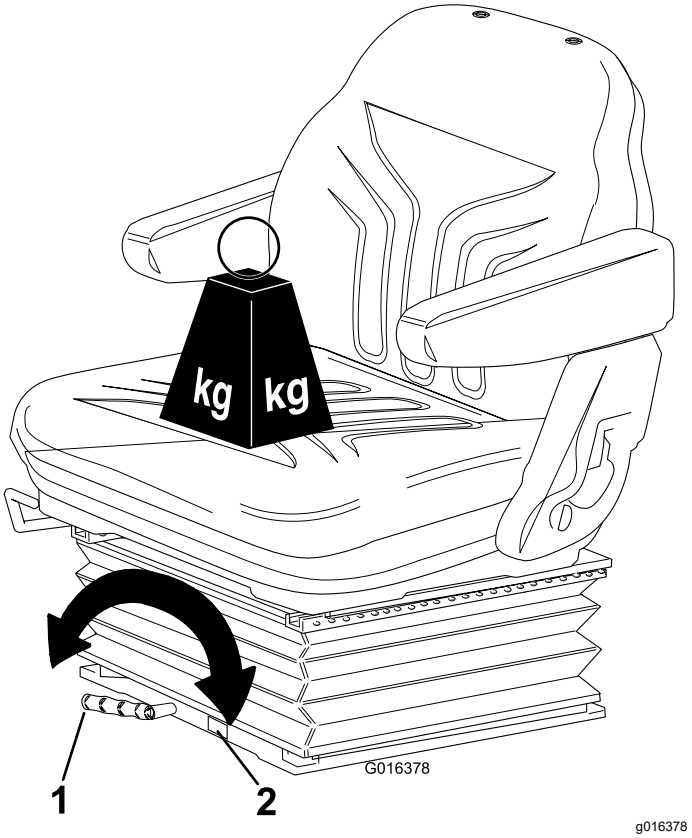

Figur 23
- Drej håndtaget med uret for at øge affjedringsstivheden og mod uret for at mindske stivheden (Figur 23).